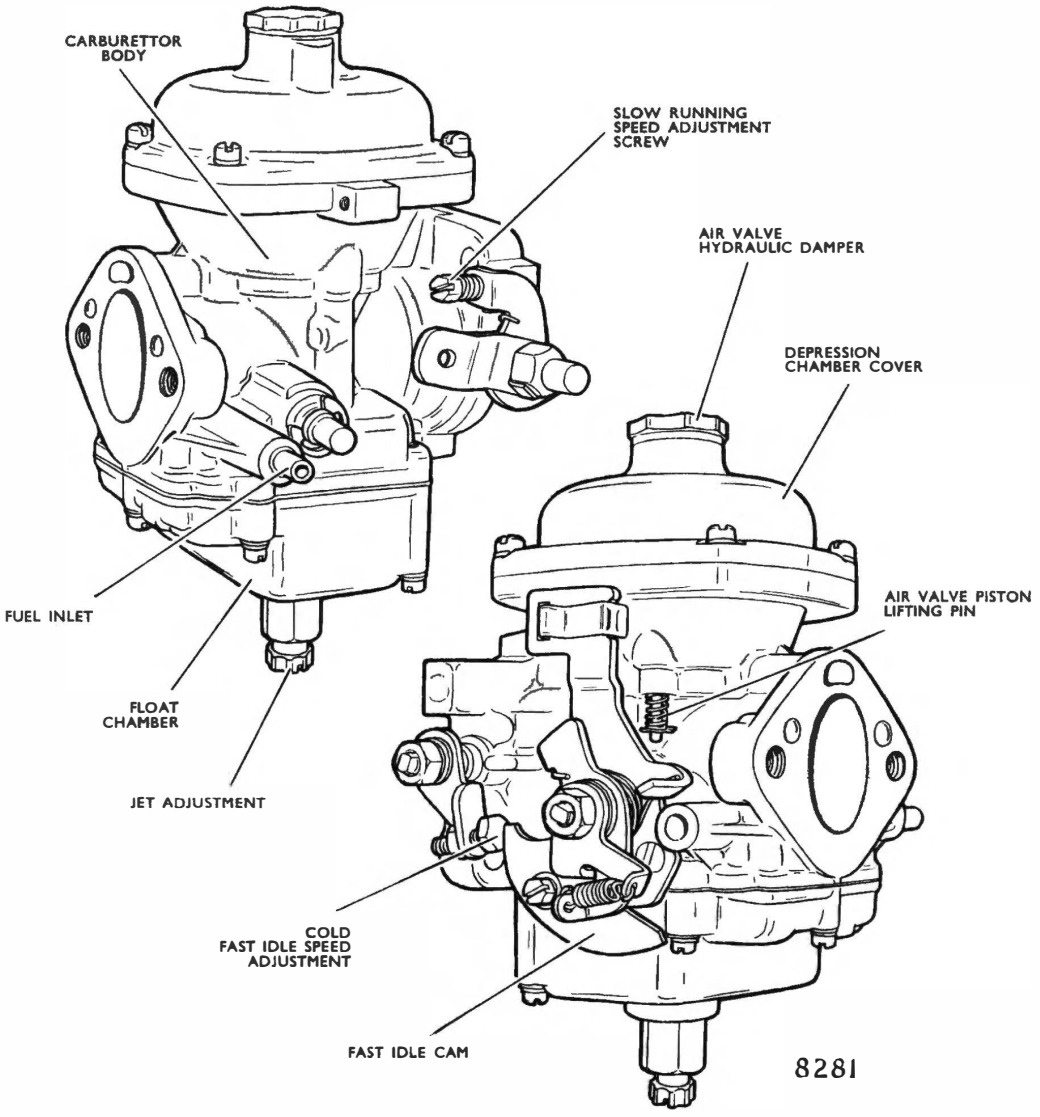
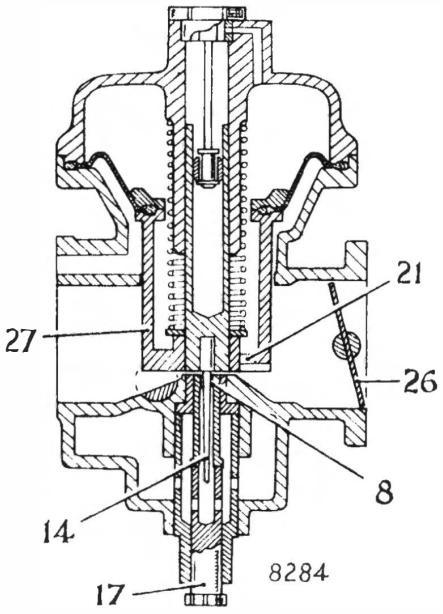

Fig. 2. *Stromberg 150 CD carburettor — external views*
Fig. 5. *Slow running operation*
In this condition the piston air valve (27) rises a small amount from the carburettor body as shown in Fig. 5, and the amount of air passing under the air valve piston (27), and quantity of mixture used by the engine depends on the throttle opening which is set by the slow running speed adjustment screw shown in Fig. 2.
2. Check that each carburettor air valve piston (27) falls freely when lifted to its full extent and then allowed to fall. Each piston should require a noticeable effort to lift it against the action of its hydraulic damper (1) and should fall with a distinct "tap" sound onto the carburettor body.
3. Check that the slow running is correctly set by raising each piston with its lifting pin one piston at a time, without opening the throttles while the engine is running. The lifting pin is shown in Figs. 2 and 9. When this is done the engine speed should fall slightly. Incorrect adjustment of the slow running on one or both carburettors will affect the whole range of fuel metering by the jet(s) and needle(s).
5. Check the entire system for fuel leaks, particularly between the float chamber and centralising bolt, and between this bolt and the jet adjustment. "O" rings (18) and (16) are used between those items.
7. Check the "O" ring (10) between the jet (8) and jet bushing (9) is not missing and that it makes a good seal between these items.
8. Check that the diaphragm (3) is not damaged and that it is correctly fitted at its inner and outer edges.